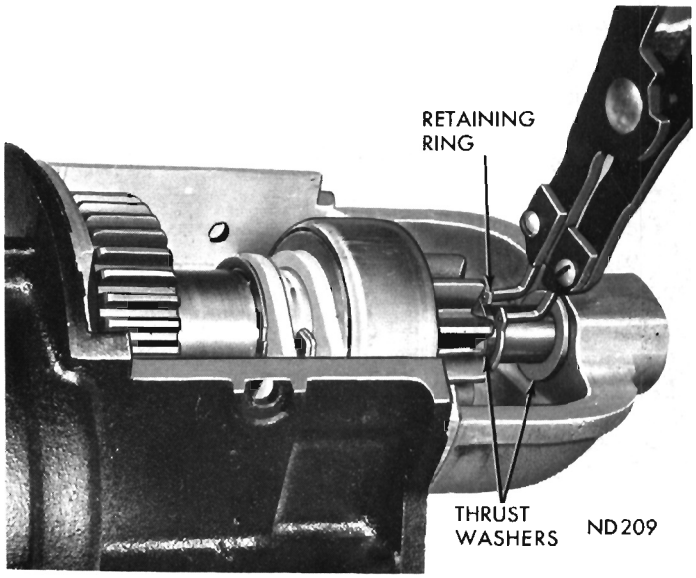

Fig. 8—Removing or Installing Pinion Shaft Retainer Ring
(18) Release retainer ring at front of pinion shaft (Fig. 8). **Do not spread retainer ring any greater than outside diameter of pinion shaft otherwise lock ring can be damaged.**